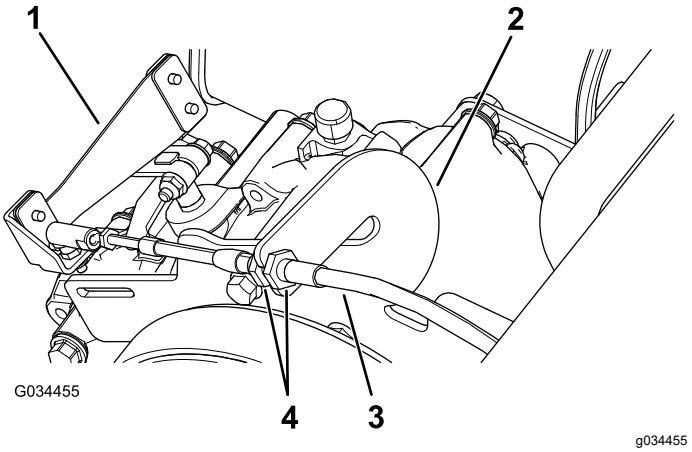

Figuur 60
1. Draai de contramoeren op de schakelkabel los en stel ze af zoals vereist (Figuur 60).
2. Test de stand van de schakelhendel door deze naar de 3 standen te draaien; controleer of de schakelhendel (Figuur 60) naar behoren schakelt wanneer u de hendel beweegt; zie Schakelhendel en schakelindicator (bladz. 13).